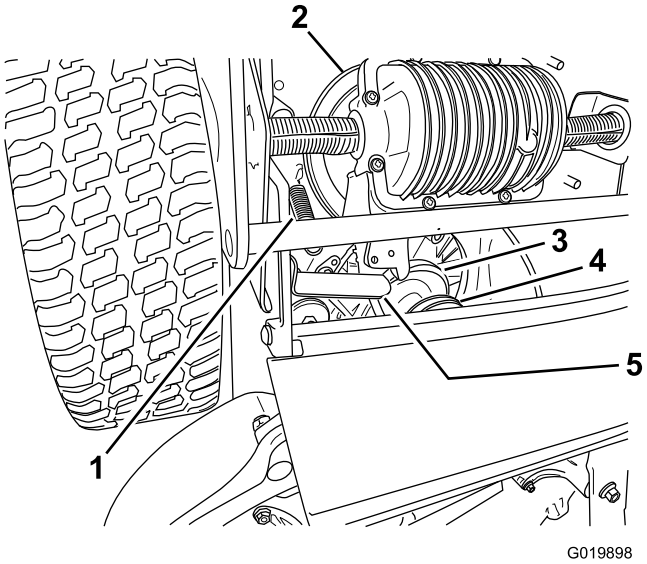

Figura 37
8. Spostate in avanti la linguetta (Figura 37).